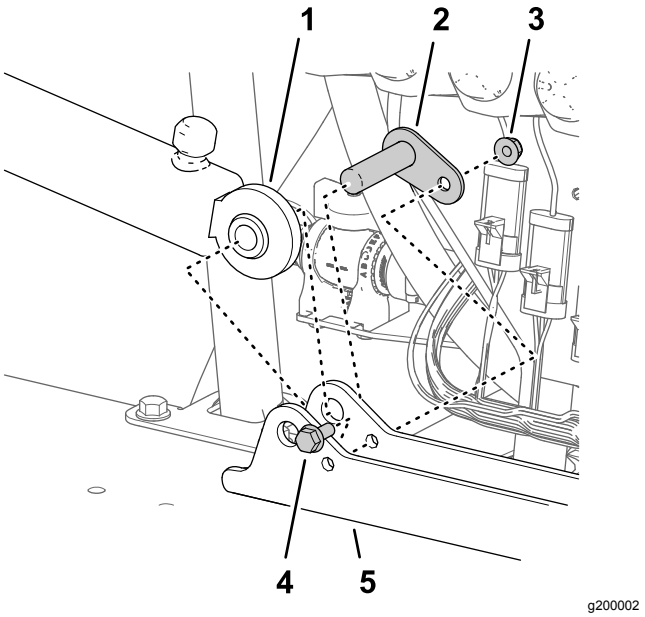

Figur 115
1. Innrett den faste enden av løftesylinderen som du fjernet i trinn 3 av Fjerne løftesylinderne (side 19), med hullet på 16 mm i sylinderfestet (Figur 115).
2. Monter sylinderen til sylinderfestet med svingbolten, flenshodebolten og flensmutteren (Figur 115).